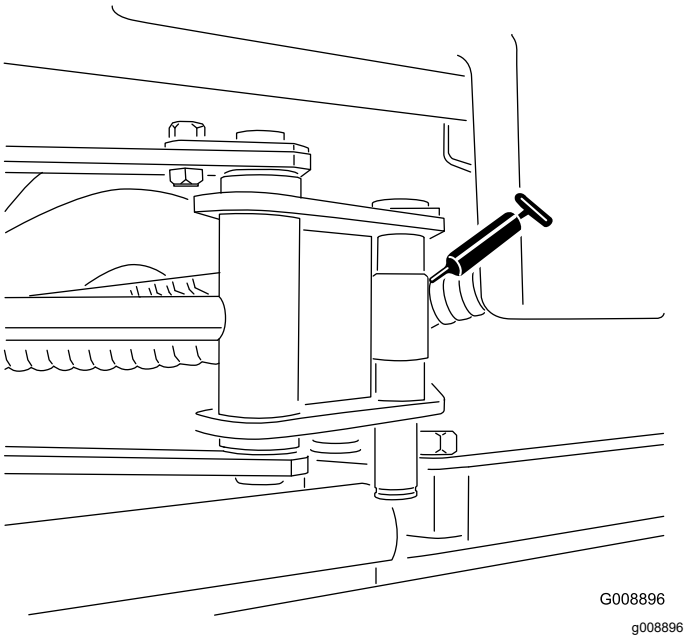

**Figur 62**
- Sidewinder-cylinderändar (två nipplar, endast på modell 03171 – Figur 62)